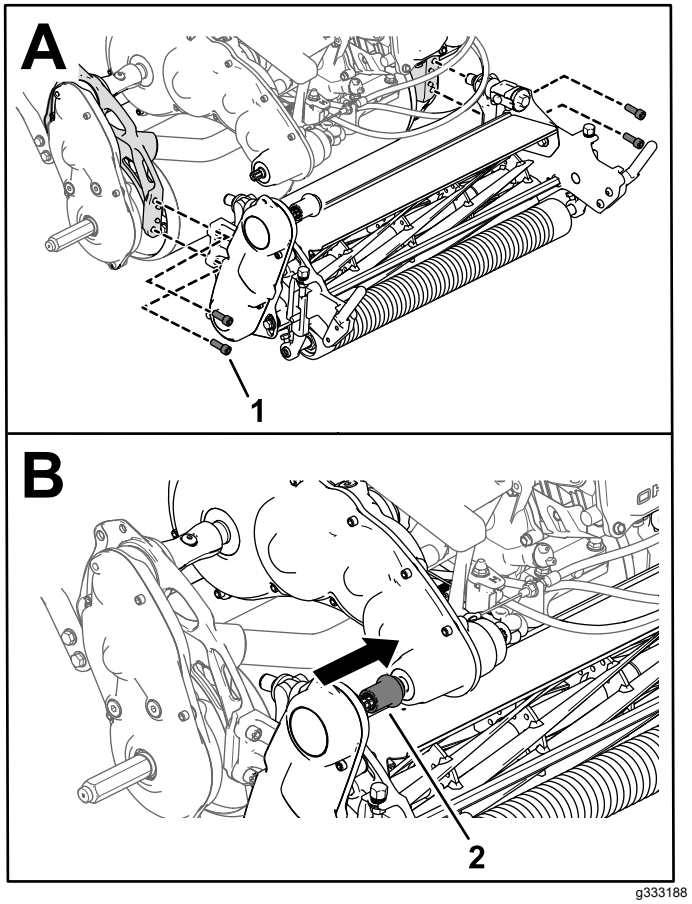

Figuur 47
3. Gebruik 4 inbusschroeven om de maai-eenheid te bevestigen aan het frame (Figuur 47).
4. Schuif de koppeling van de maaiaandrijving op de aandrijfas van de transmissie (Figuur 47).